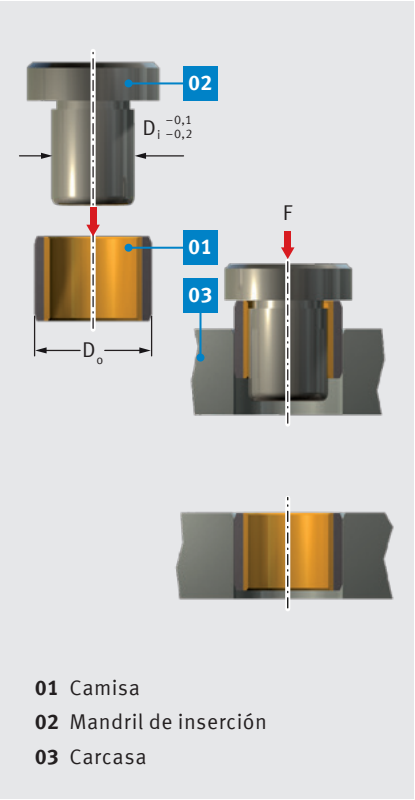

Fig. 51: Inserción a ras $D_o \leq 55$ mm
- inserción a ras con mandril y sin anillo auxiliar, según la Fig. 51